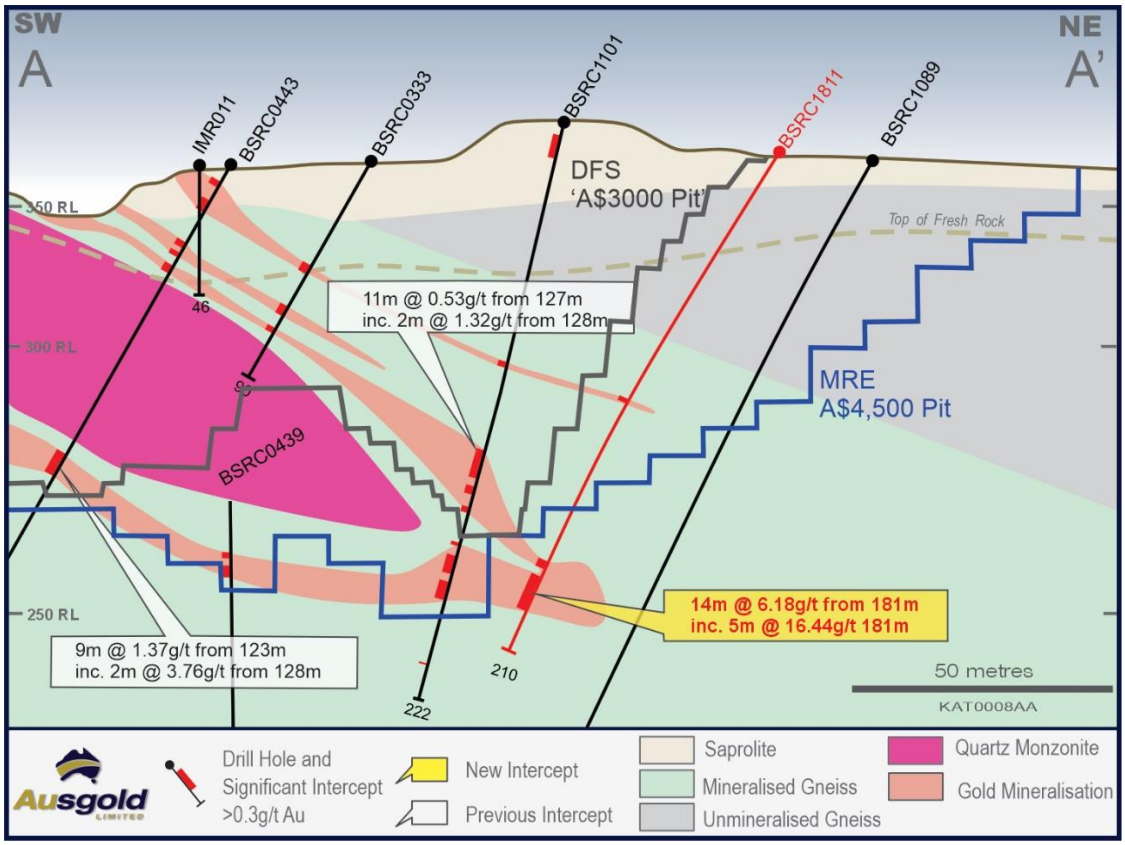

Figure 3 – Cross-section A-A' (6,288,080mN) across the Jinkas -White Dam Lodes with Resource Drilling and Pits
Two holes (BSRC1809 and BSRC1811) have intersected high-grade mineralisation outside the current Mineral Resource (Figures 3 and 4), including:
- ***14m @ 6.18g/t Au*** *from 181m including* ***5m @ 16.44g/t Au*** *from 181m in BSRC1811 (Figure 3)*